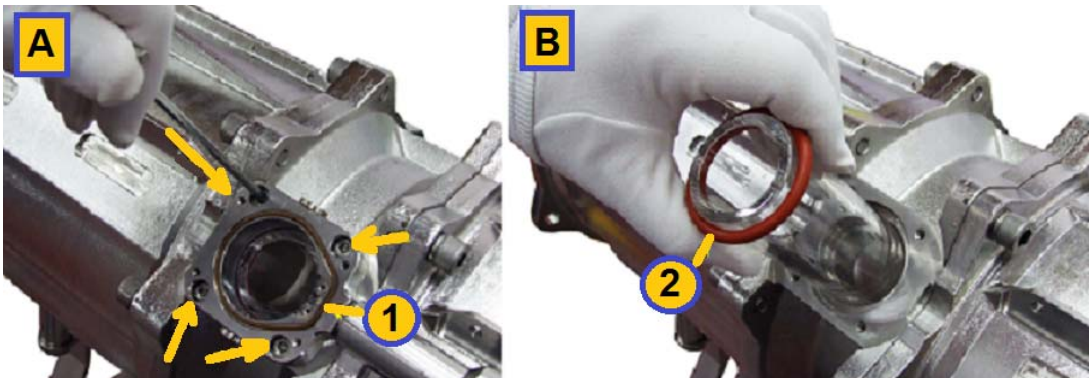

Figure 10-16: Replacing the Quartz Sleeve (Generic View 1)
Under normal environmental conditions, the quartz sleeve's rubber O-rings (as shown in **Figure 10-16** below) must be replaced once a year even if they pass visual inspection. For environments where the water temperature is above 70°C (160°F), the quartz sleeve's O-rings must be replaced yearly.
- Two O-rings (See view **B** in **Figure 10-16** below)